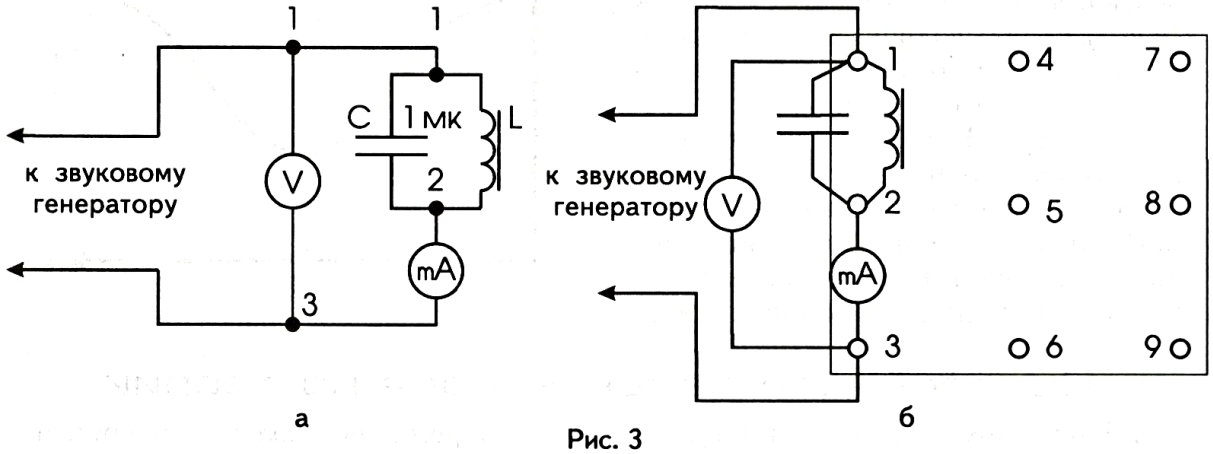

Рис. 3
1. Соберите электрическую цепь по рис. 3.